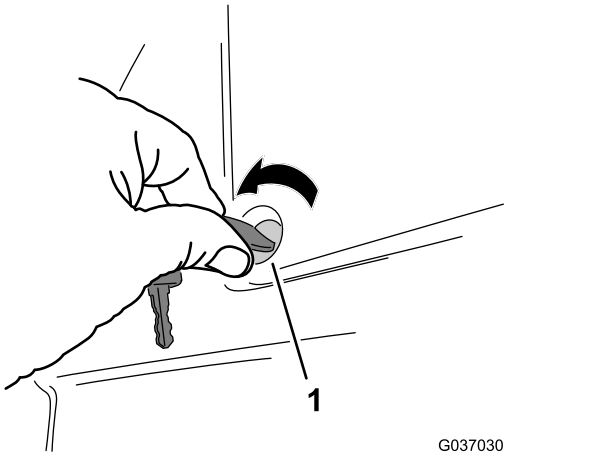

図 1
1. バッテリーカバーを運転台に固定している90°レバーを左に回してカバーを外す。図 1。